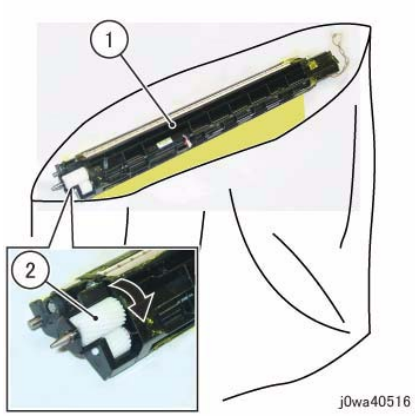

Figure 3 Put the Dev.eloper Housing Assembly in a plastic bag
6. Put the Dev.eloper Housing Assembly into the plastic bag that comes bundled with the Dev.eloper and turn it upside down, then rotate the gear clockwise as shown in the figure to eject the Dev.eloper. (Figure 3)